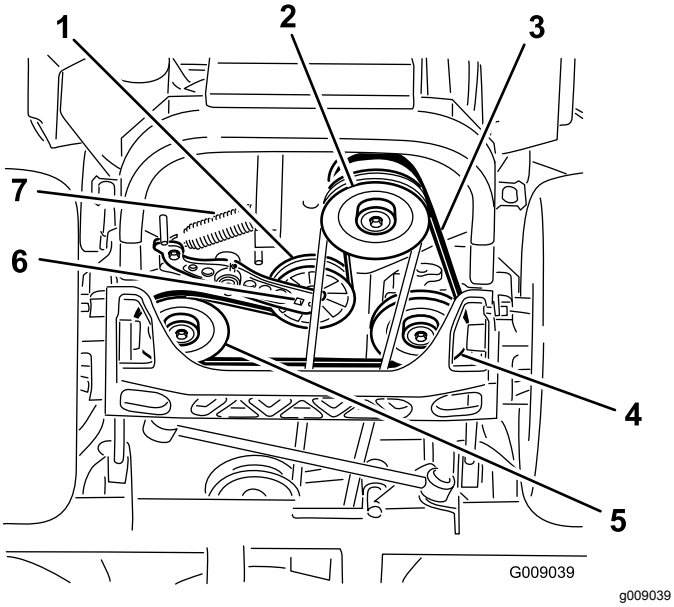

Figura 86
4. Levante la máquina y apóyela sobre gatos fijos (Figura 86).
5. Utilice una llave de carraca en el taladro cuadrado del brazo tensor para retirar el muelle tensor (Figura 86).
6. Desenganche el muelle de la polea tensora del bastidor (Figura 86).
9. Utilizando la llave de carraca en el taladro cuadrado del brazo tensor, instale el muelle tensor en el bastidor (Figura 86).